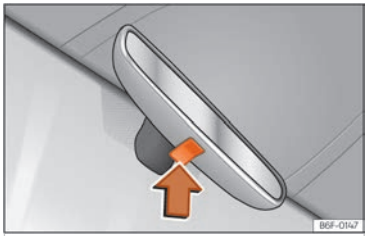

Fig. 86 Manual anti-dazzle function for interior mirror
- To darken the interior mirror, press the mirror button upwards ››› **Fig. 86** (arrow).